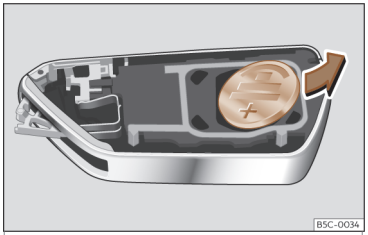

Fig. 78 Chiave del veicolo: estrarre la batteria.
- Estrarre la batteria dal vano con un oggetto fino adatto ››› fig. 78.